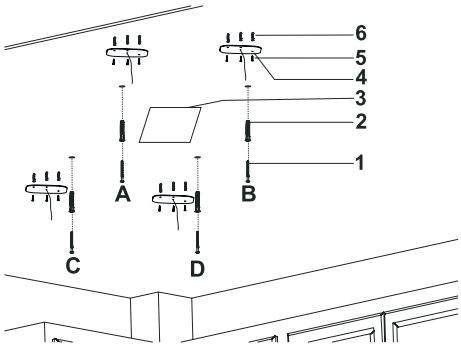

Fig. 30
3. Sæt Ø10 mm rawlplugs i A, B, C og D (Fig. 30).
Skrú nu 5,5 x 60 skruer ind i punkterne A, B, C og D og lad der være 5mm. afstand ml. skruehoved og loft.(Fig. 30).
Sæt nu Ø8 mm rawlplugs i punkterne K, L, J, H I, G , M, N, O, P, R & S ((Fig. 30/6), og sæt nu ophængningspladen på punkterne og skrú fast med 4,8x50 skruer(Fig. 30/5).
Brug skabelonen for at markere hul til aftrækskanal samt strømstik (Fig. 30).